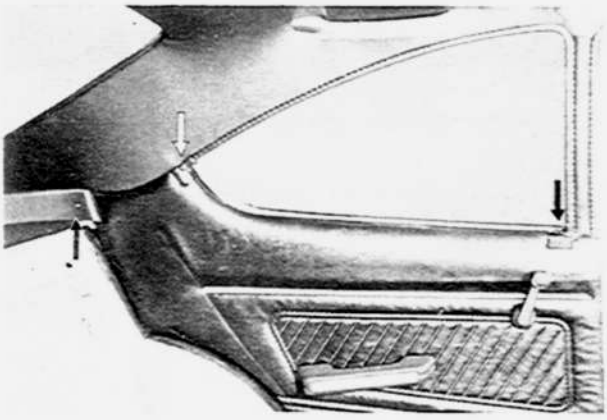

Fig. 14–30 Removing of seaming welt cover
3. Remove the package tray trim upper as shown in Fig. 14–30.